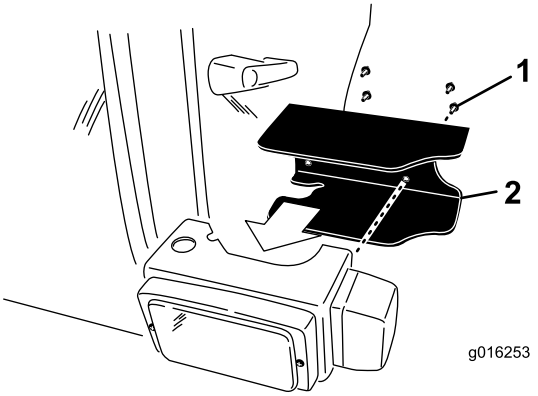

Figur 11
- Monter en forlygteafskærmning på bagsiden af hver forlygte med (2) 1/4 x 5/8 tomme skruer (Figur 11).